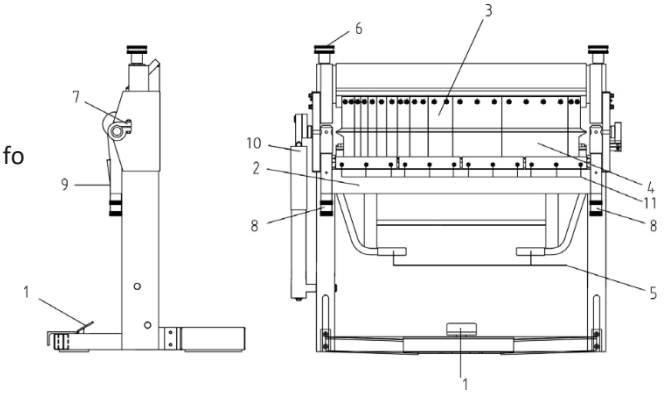

Fig. 5 Contrôles
- Les commandes sont indiquées à la figure 5 "Commandes". Avant de commencer le travail, il convient de desserrer la butée d'angle de pliage (7). La pression de serrage doit ensuite être réglée à l'aide des vis de réglage.
(6) sont réglées. Ces vis doivent être serrées de manière à ce que la pédale (1) s'engage lorsqu'elle est actionnée.
- L'écart entre les plis est réglé à l'aide des vis de réglage (6).